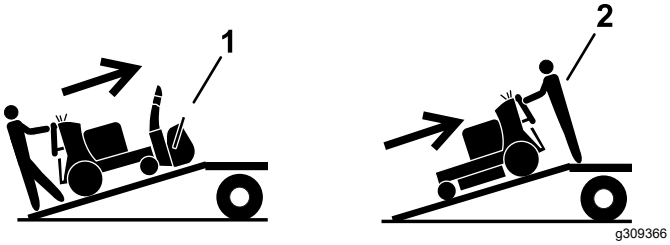

Figura 31
- Si el accesorio no está instalado, cargue la máquina con la parte trasera hacia arriba en la rampa (Figura 31).
2. Baje la máquina por la rampa conduciendo hacia adelante (Figura 31).